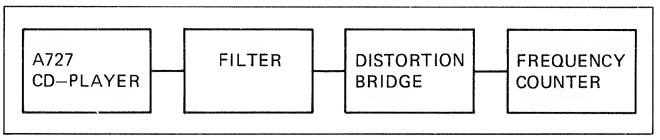

Fig. 4.13
-> Fig. 4.13
- Messaufbau nach Fig. 4.13 mit Klirrfaktor-Messfilter am Ausgang VARIABLE OUTPUT [27].